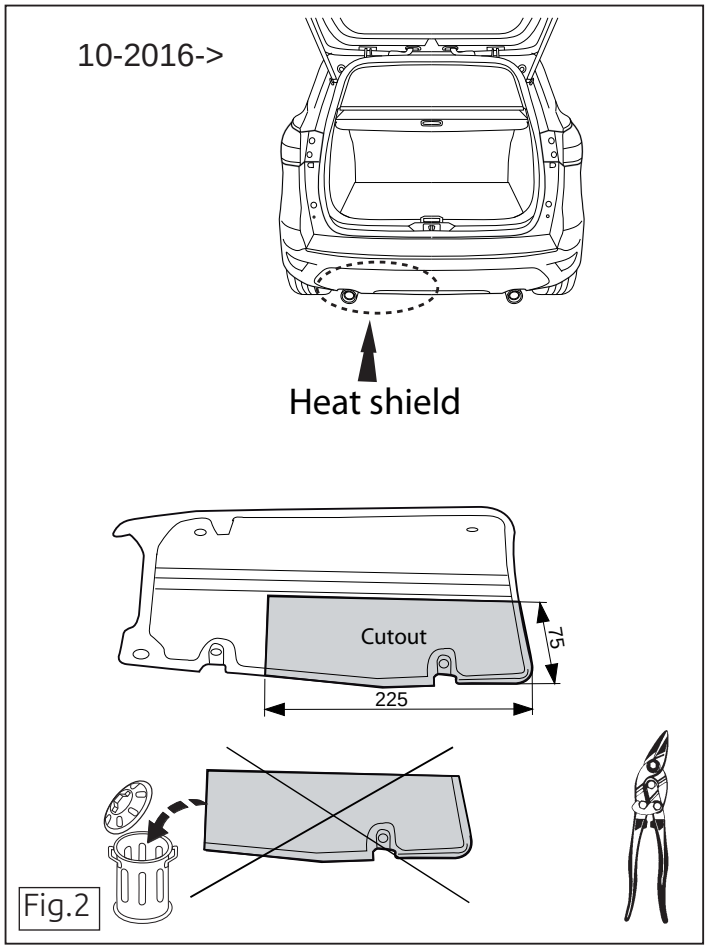

Fig.2
2. Вырезать обозначенные части, как указано на рис. 2.